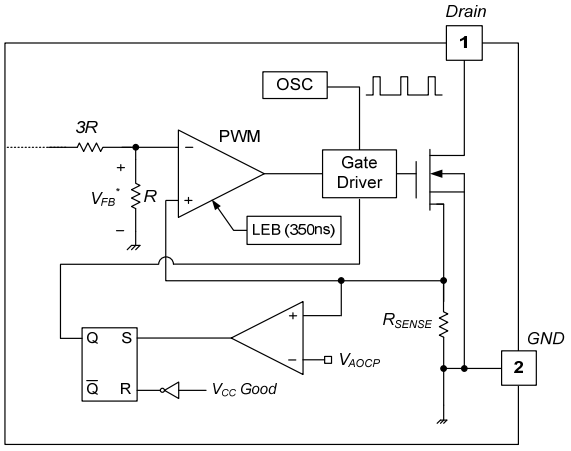

Figure 21. Abnormal Over-Current Protection
4.2 Abnormal Over-Current Protection (AOCP): When the secondary rectifier diodes or the transformer pins are shorted, a steep current with extremely high di/dt can flow through the SenseFET during the minimum turn-on time. Even though the FSL128MRT has overload protection, it is not enough to protect in that abnormal case; due to the severe current stress imposed on the SenseFET until OLP is triggered. The internal AOCP circuit is shown in Figure 21. When the gate turn-on signal is applied to the power SenseFET, the AOCP block is enabled and monitors the current through the sensing resistor. The voltage across the resistor is compared with a preset AOCP level. If the sensing resistor voltage is greater than the AOCP level, the set signal is applied to the S−R latch, resulting in the shutdown of the SMPS.